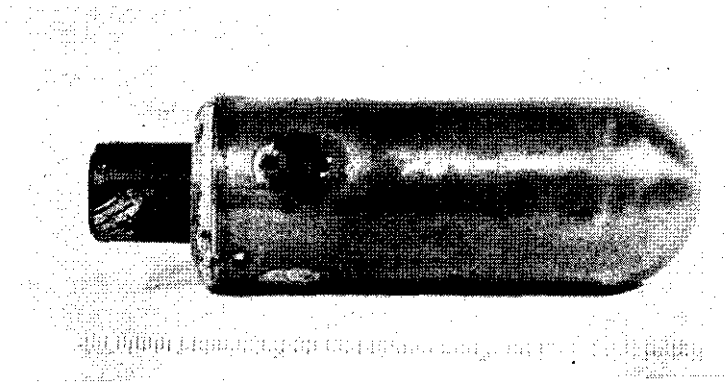

Figure 51.—50-mm incendiary grenade for use in Model 89 (1929) 50-mm grenade discharger.
(1) *Model 89 (1929) 50-mm high-explosive shell.*—The discharger fires high-explosive (fig. 50; see also fig. 31, p. 50), incendiary (fig. 51), smoke, and signal projectiles. The Model 89 (1929) high-explosive shells which have been examined weigh 1 pound 12
(3) *50-mm incendiary grenade.*—The 50-mm incendiary grenade (fig. 51) is a cylindrical sheet-metal tube with a semispherical nose, and is covered with a clear lacquer. Around the side of the grenade are four silver foil disks, each disk covering seven holes through the grenade casing. The base is of light metal, threaded to receive the propelling charge.